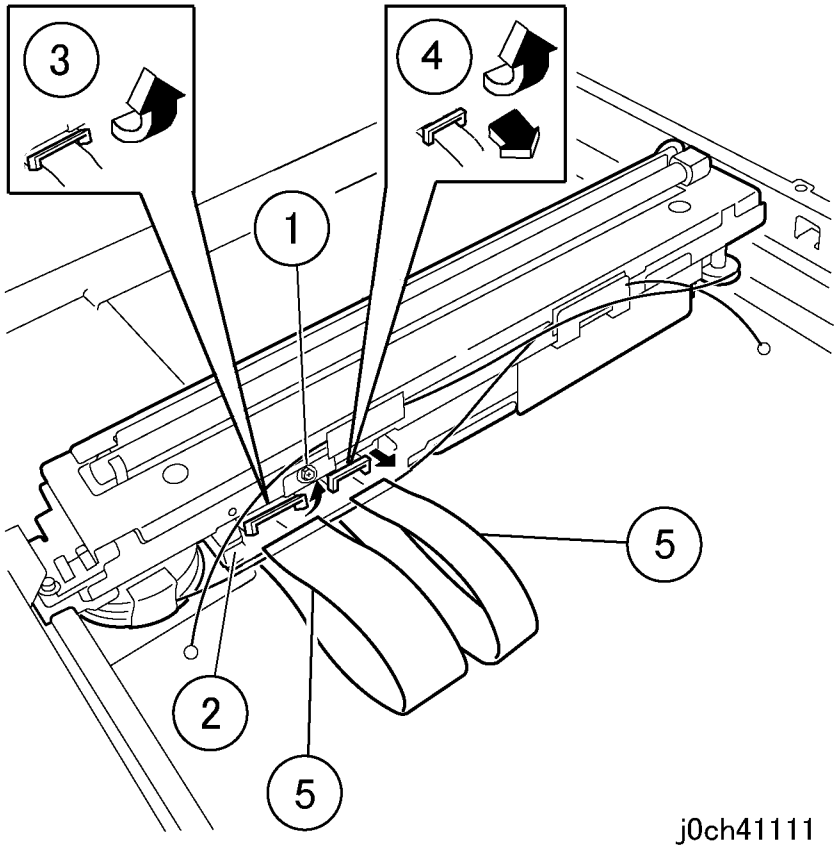

Рисунок 10 Отсоединение узла каретки IIT (j0ch41111)
11. Отсоедините кабели (рисунок 10).